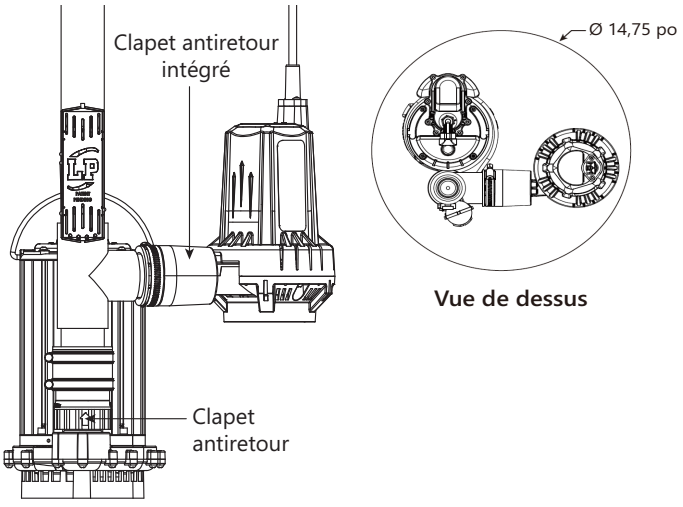

Figure 2. Méthode B
La figure 2 montre une vue latérale et une vue de dessus d'une installation verticale type. Noter la distance entre la base de la pompe principale et celle de la pompe de secours dans la vue latérale.
3. À l'aide d'une colle et d'un apprêt pour PVC approuvés, installer le té, la tuyauterie et le coude à 90° comme l'illustre la figure 2. S'assurer que la nouvelle tuyauterie ne gêne pas la pompe principale. Les dimensions de la tuyauterie varient selon la pompe principale, le système et le puisard.